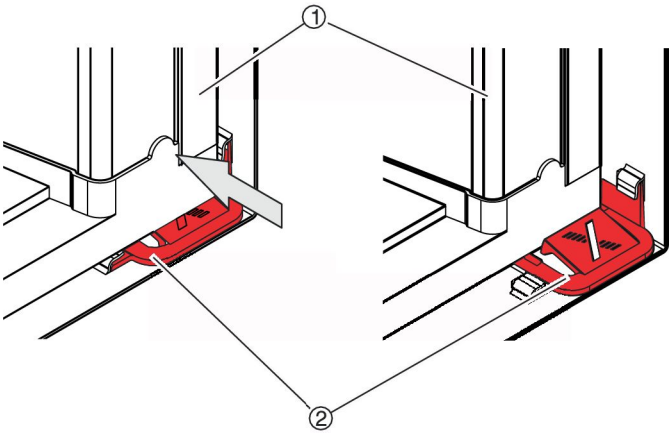

Fig. 23: Filter element locks in place
7. ▸ Push the new filter element (Fig. 23/1) in and over the quick release fasteners (Fig. 23/2) until it locks into place.